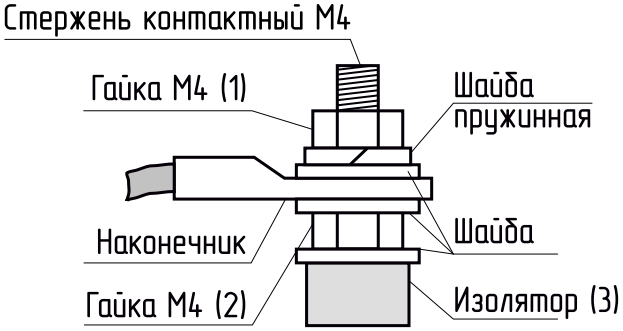

Рис.9. Присоединение проводов к выводам блок ТЭН
10.4. При замене блок ТЭН присоединение фазных проводов к выводам блок ТЭН производить согласно Рис.9. Сечение кабеля указано в таблице 1 и 1.1.